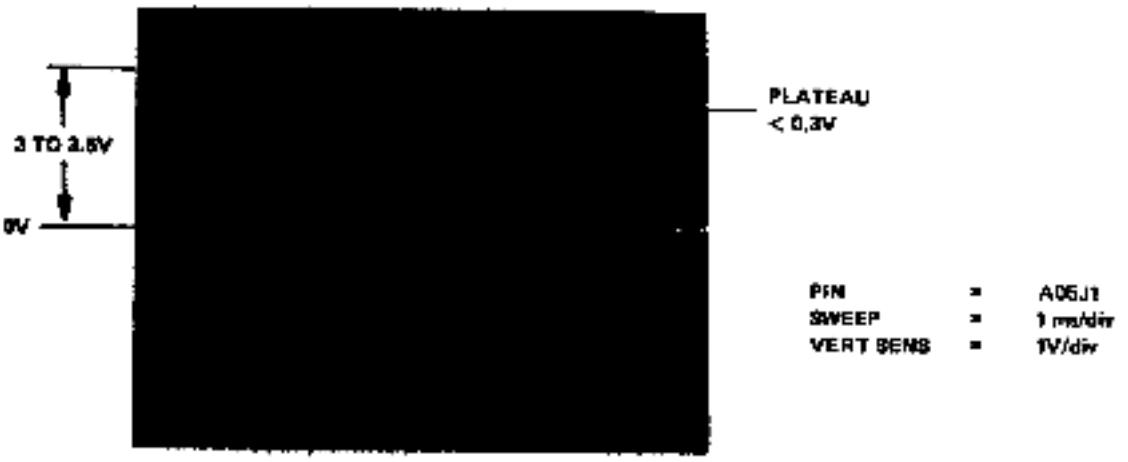

Figure 6-9 Outer Limit Waveform
c. Set the scope vertical sensitivity to 1 V/div and observe A05J1 (LIMIT) for a scope display as illustrated in Figure 6-9. The waveform peak amplitude must be 3 to 3.5 V with a minimum level of 0 V. In addition, the voltage plateau immediately following the trailing edge must not exceed 0.3 V. If not, perform the Static Limit Adjustment procedure (Paragraph 6.2.2.2).
c. Observe the track scale and note the cylinder indication when the "right on" waveform (Figure 6-9) is obtained. If the scale indicates less than 105, the head is too far forward in the carriage. Conversely, if the scale indicates more than 105, the head is back too far in the carriage.